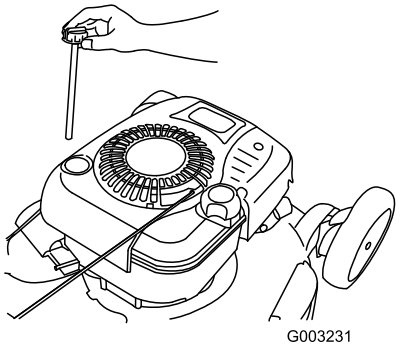

Figuur 35
2. Verwijder de peilstok (Figuur 35).